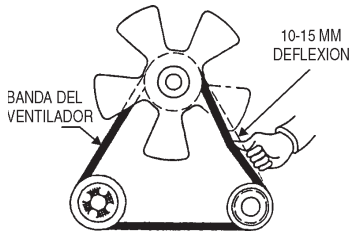

**Figura 38. Tensión de la banda del ventilador**
La tensión de banda del ventilador es apropiada si la curva de la banda es de 10 a 15 mm (Figura 38) cuando baja con el pulgar como se muestra abajo.
**SIEMPRE** asegúrese que los cables de la batería (Figura 38) sean apropiadamente conectados a las terminales de la batería como se muestra abajo. El cable **ROJO** es conectado a la terminal positiva y el cable **NEGRO** a la terminal negativa de la batería.